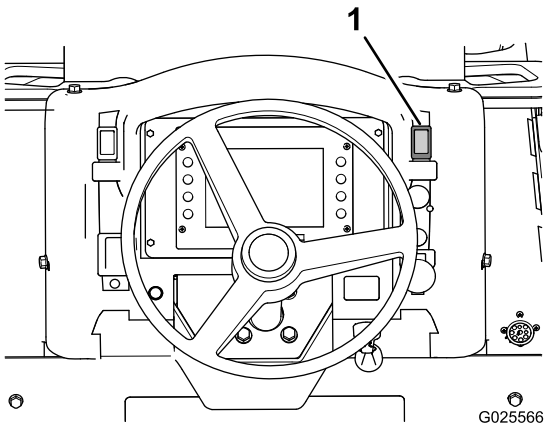

Rysunek 44
1. Naciśnij przełącznik hamulca postojowego (Rysunek 44) w górę, aby włączyć hamulec postojowy.